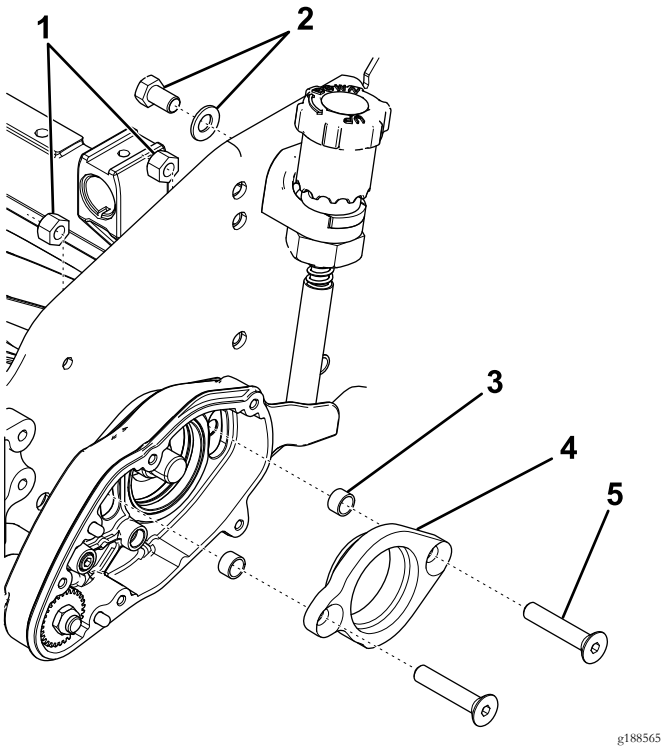

Figur 3
6. Fjern bolten og skiven som fester justeringsknotten til sideplaten (Figur 3).
7. Fjern flathodeskruene, låsemutterne og lageradapteren fra trimsatshuset (Figur 3).
8. Fjern og kast avstandsstykkene (Figur 3).